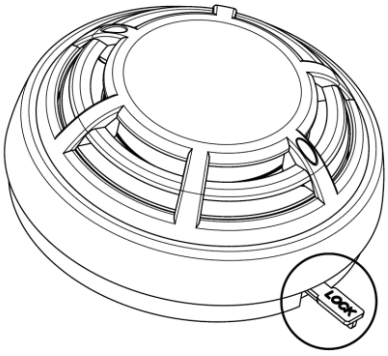

Fig.4
- Se la sirena è bloccata alla base, per sbloccarla, inserire prima la chiave nella posizione specificata (Fig. 4) e ruotare la sirena in senso antiorario;